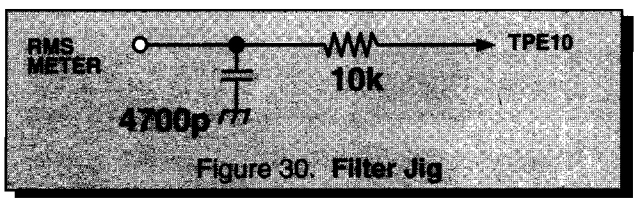

Figure 30. Filter Jig
1. Connect an RMS meter (AC Range) with filter jig as shown in Figure 30.